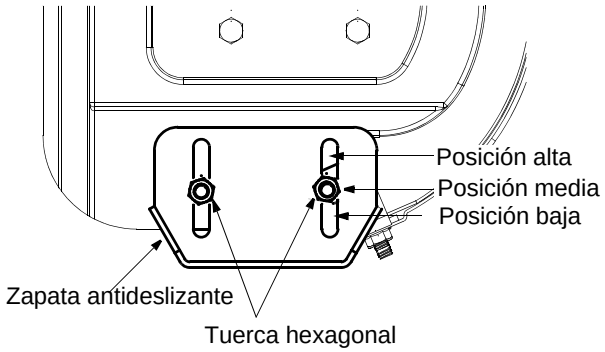

Figura 4
1. Ajuste la zapata antideslizante aflojando las dos tuercas hexagonales y los pernos del carro en cada zapata antideslizante y mueva la zapata antideslizante a la posición deseada. Ver Figura 4 .